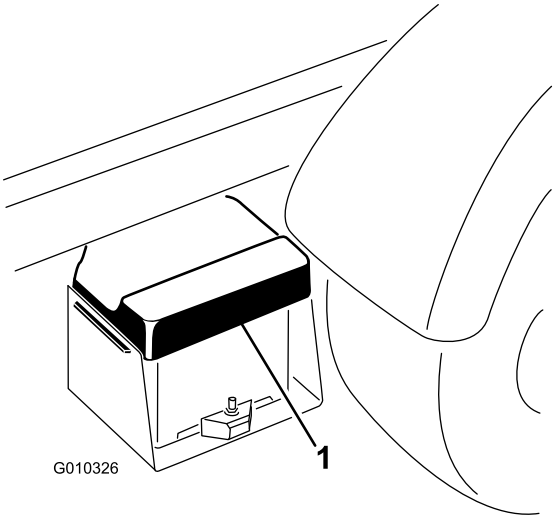

Figur 48
1. Klem batteridekselet for å løsne tappene fra batteribasen. Fjern batteridekselet fra batteribasen (Figur 48).